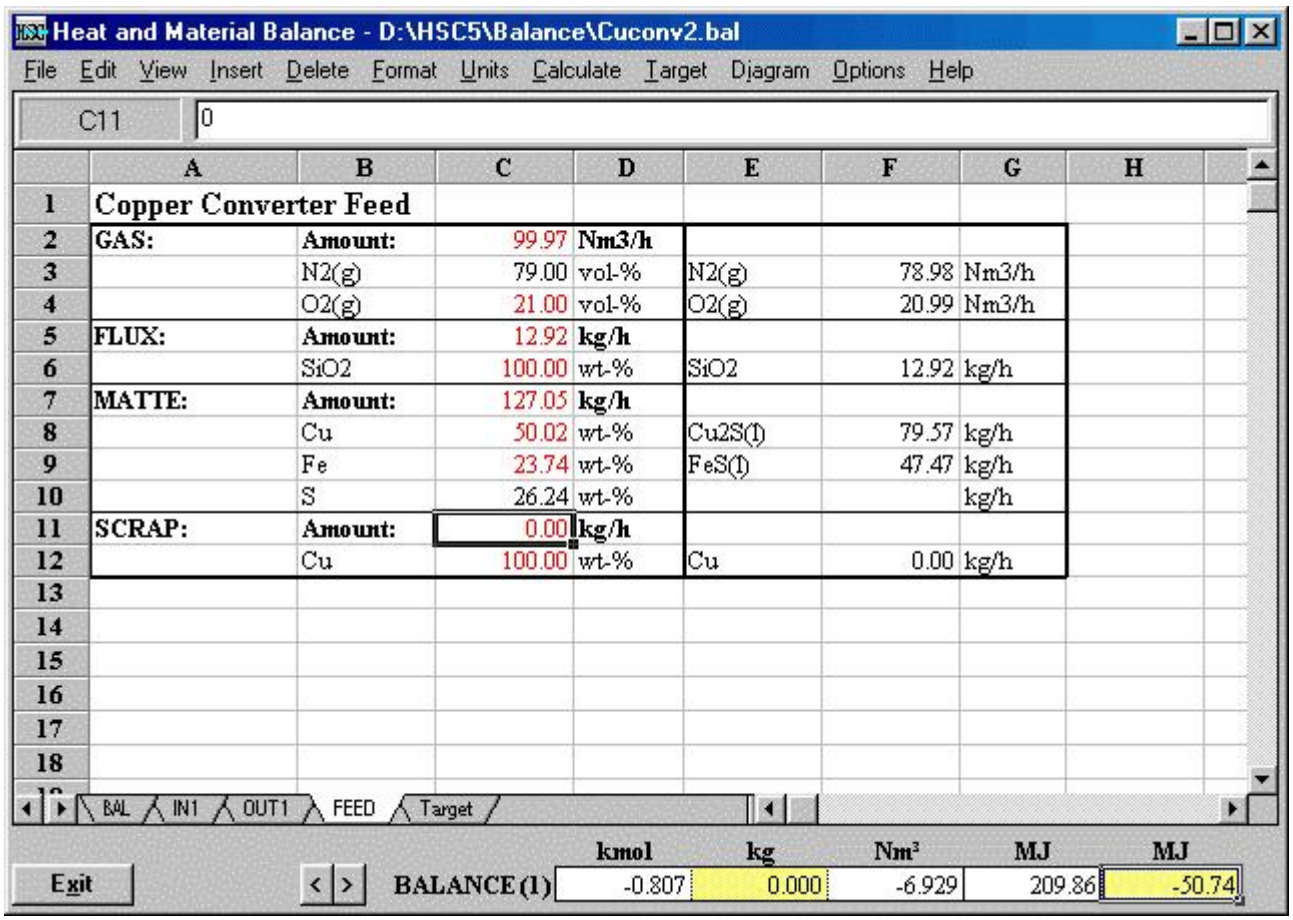

Fig. 7. Additional sheets can be added to the Heat Balance workbook.
The example in Fig. 7 shows a FEED sheet, which is used to specify the raw materials amounts to the IN1 sheet. The user may give the compositions and amounts in column C, this data will then be used to calculate the amounts of species in column F. The material amounts in IN1 sheet are given using relevant cell references to column F in the FEED sheet. This example can be found from your HSC5 Balance directory under the name CUCONV2.BAL. The user can construct the layout of the additional sheets freely.
2. Select the variable cell and press **Set X-cell** from the dialog. Select, for example, cell C11, see Fig. 7.